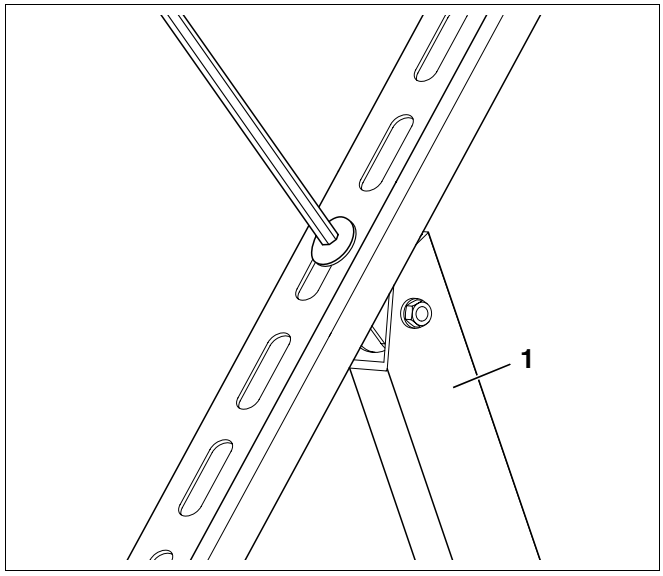
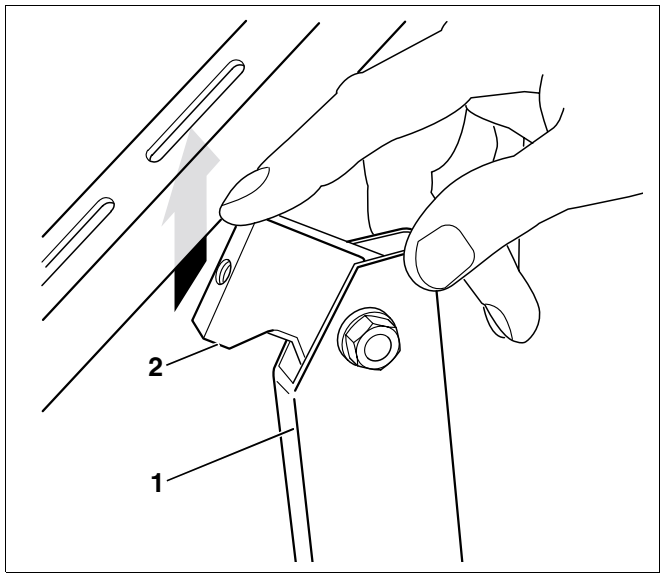

Afb. 15 Steunen van de collectorsteun afschroeven
Afb. 16 Steunen in de nieuwe positie van de lange bevestigingsopening plaatsen
- Demonteer de steunen (afb. 15, **pos. 1**) met het bovenste stuk (afb. 16, **pos. 2**) met behulp van de schroeven met bolle kop van de collectorsteun.
- Plaats de steunen (afb. 16, **pos. 1**) in de nieuwe positie van de lange bevestigingsopening.